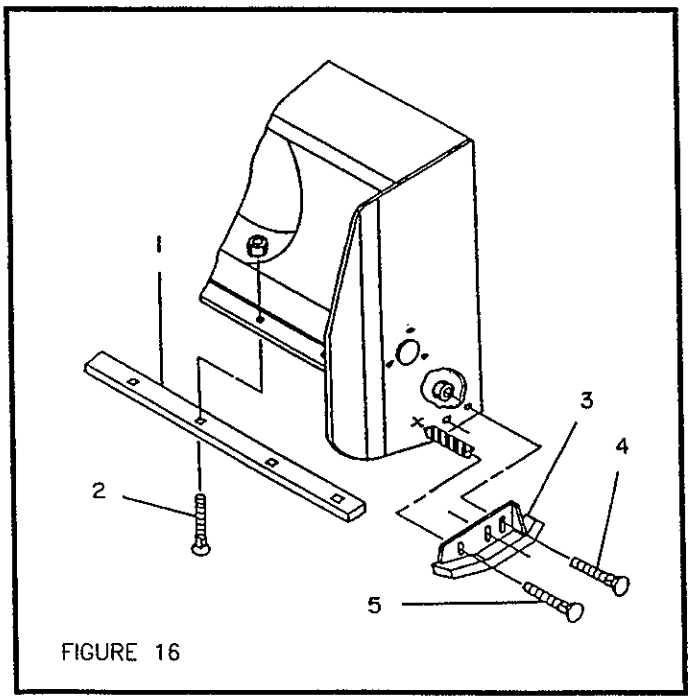

FIGURE 16
a) Replace snowblower cutting edge with the heavy duty cutting edge (fig.16, item 1) using eight (for 51" model) or ten (for 63" model) 3/8" x 1 1/4" plow bolts (fig.16, item 2) and nylon lock nuts. Tighten securely.
b) Remove snowblower skid shoes and install the heavy duty skid shoes (fig.16, item 3) using two 3/8" x 1" carriage bolts (fig.16, item 4) and nylon lock nuts.
c) Drill one 13/32" dia. hole in each side plate using the skid shoes as templates. Secure each skid shoe using another 3/8" x 1" carriage bolt (fig.16, item 5) and nylon lock nut.